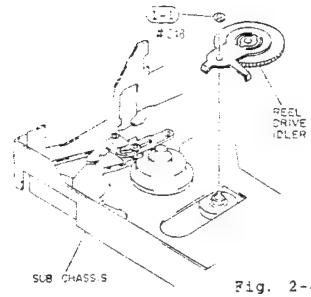

Fig. 2-45
1) Remove one (1) washer holding the reel drive idler. (See Fig. 2-45)